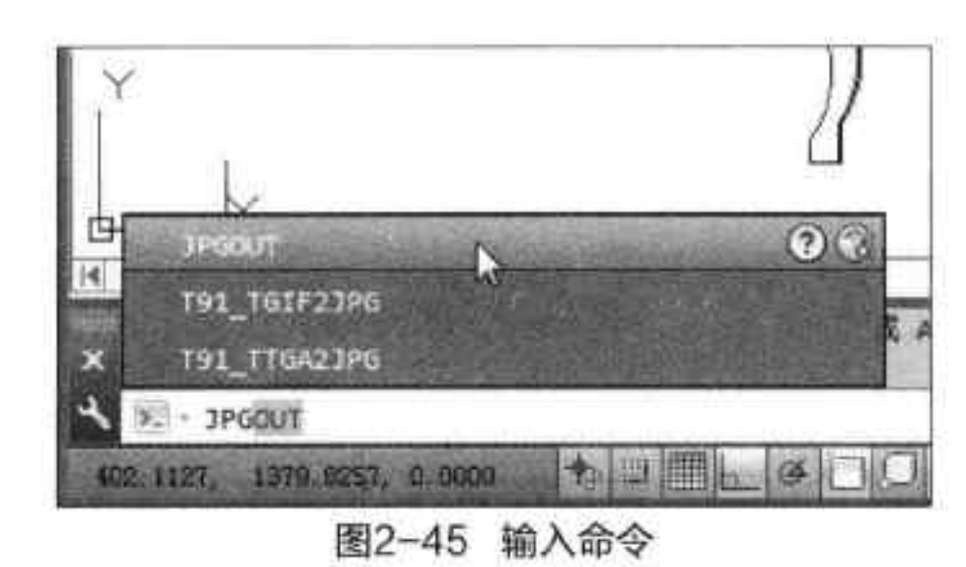

图2-45 输入命令
Step01 打开所需保存的图形文件，在命令行中输入“jpgout”，如图 2-45 所示。